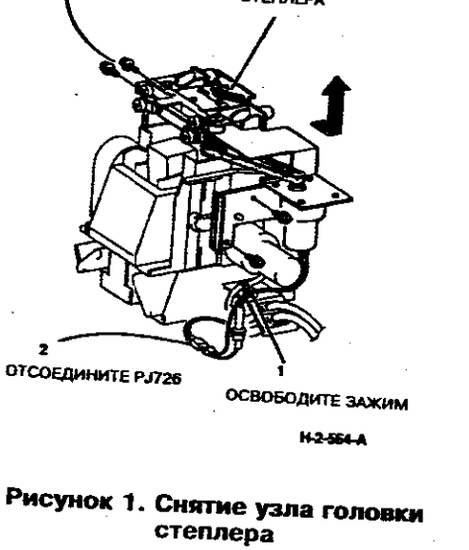

**Рисунок 1. Снятие узла головки степлера**
3. (Рисунок 1) Снимите узел головки степлера.